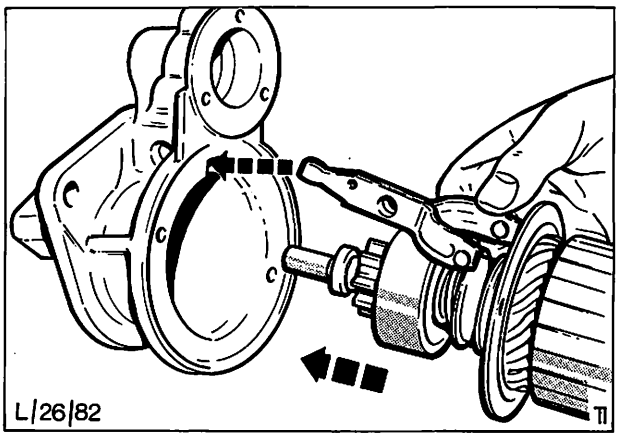

Abb. 98 Einhängen der Einrückgabel
15. Einrückgabel in die Führung am Freilauf einhängen, Abb. 98 und Gabel und Ankereinheit in das Antriebslagerschild einsetzen. Die Einrückgabel muß vor dem Zusammenbau eingehängt werden, damit Gabel und Anker mit genügend Spiel eingesetzt werden können.